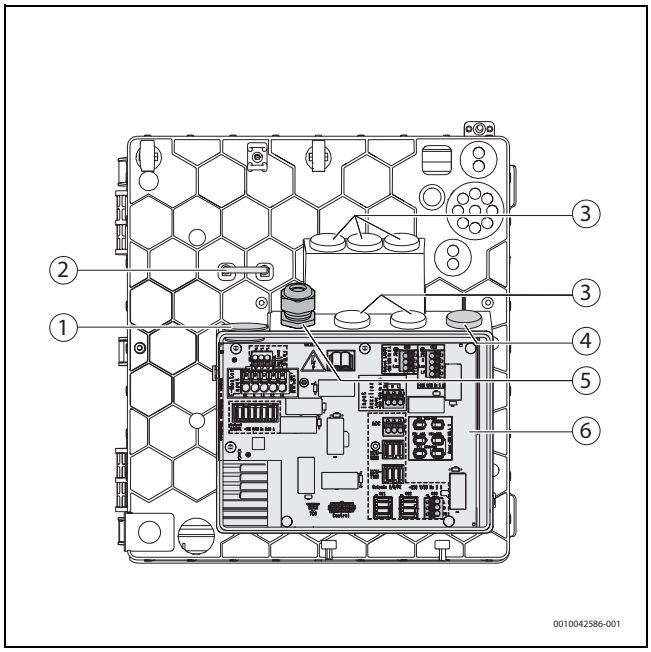

Fig. 31 Chemin de câbles dans la zone de raccordement pour câble de réseau
- ▶ Fixer le câble de réseau pour le chauffage d'appoint électrique avec le serre-câble [2] (→ figure 31, page 24) et utiliser un passe-câbles [1].